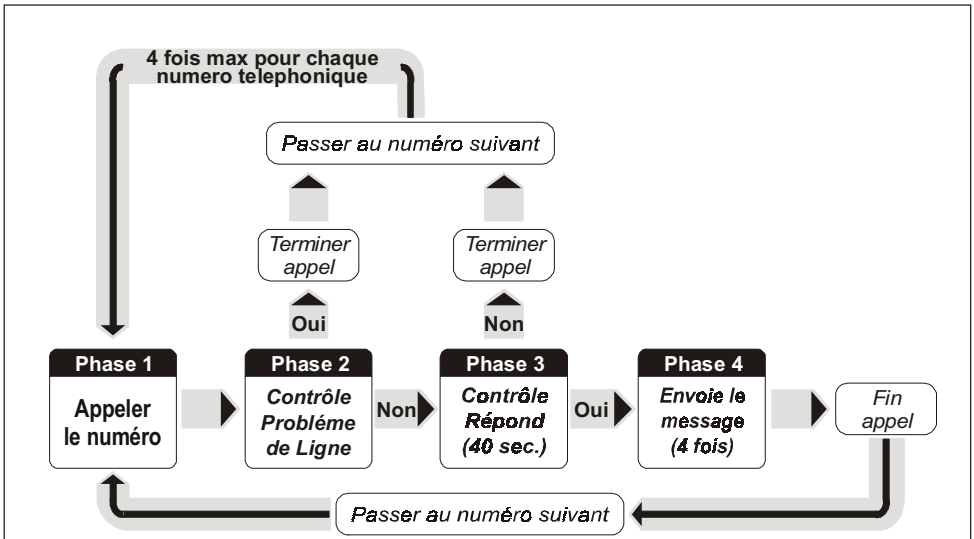

Fig. 5 - Phases d'appel vocal
1. Le BGSM-A va appeler le premier numéro de téléphone de la liste des numéros (Voir la Fig. 5).